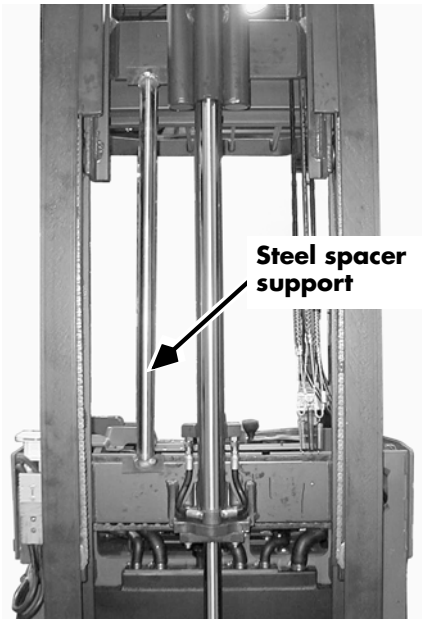

Figure 7-215: Blocking telescopics
2. Place a steel spacer support between the inner and outer telescopic and lower the telescopics onto the support. See Figure 7-215. The fork carriage should be bottomed to depressurize the lift system. This leaves the back cylinder assembly supported by the upper support bracket.